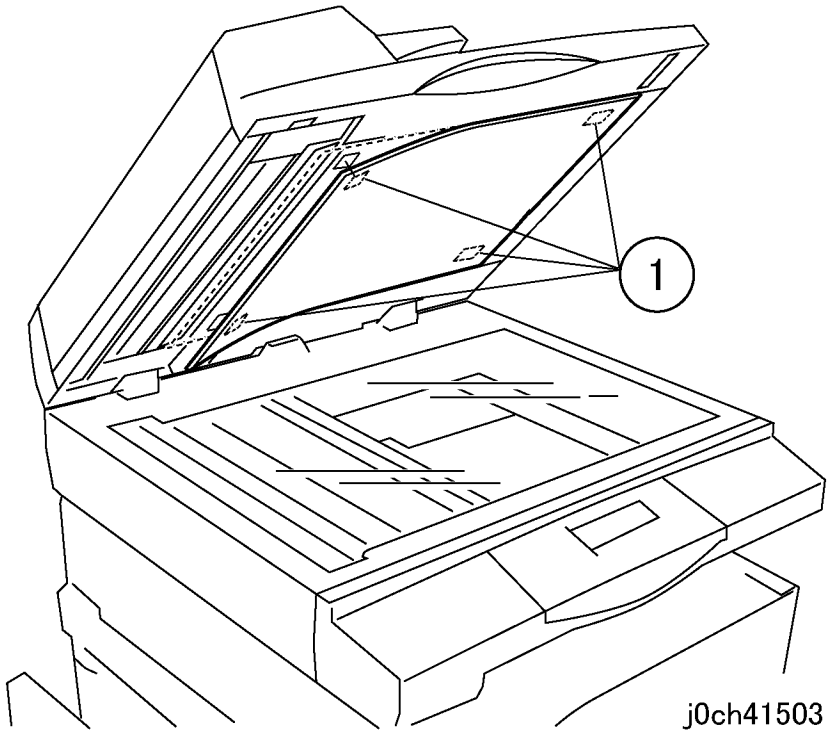

Рисунок 1 Снятие подушки DADF/ADF **(j0ch41503)**
1. Снимите подушку DADF/ADF (рисунок 1).